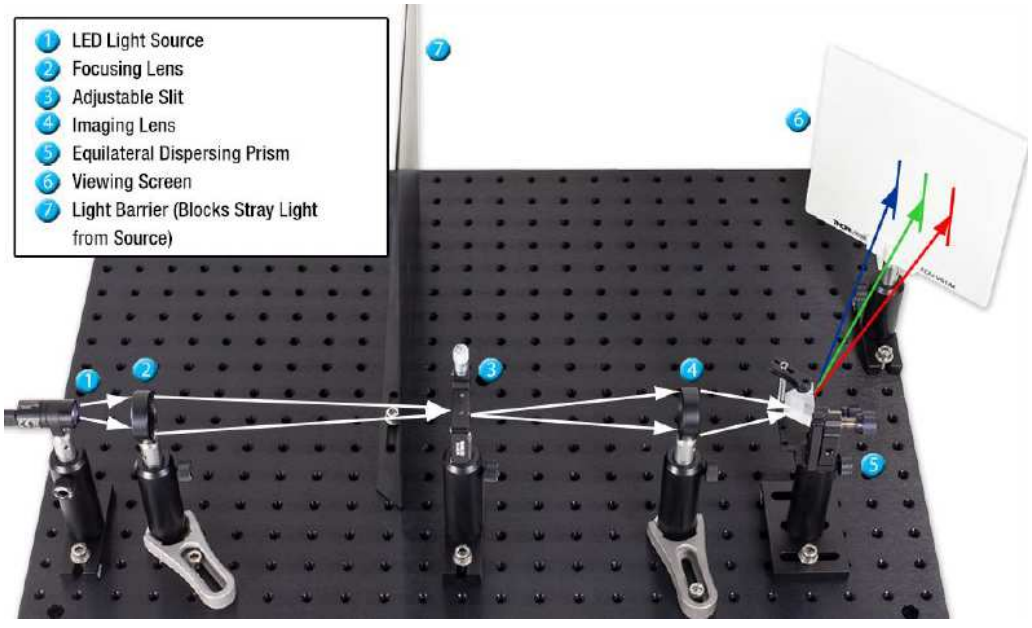
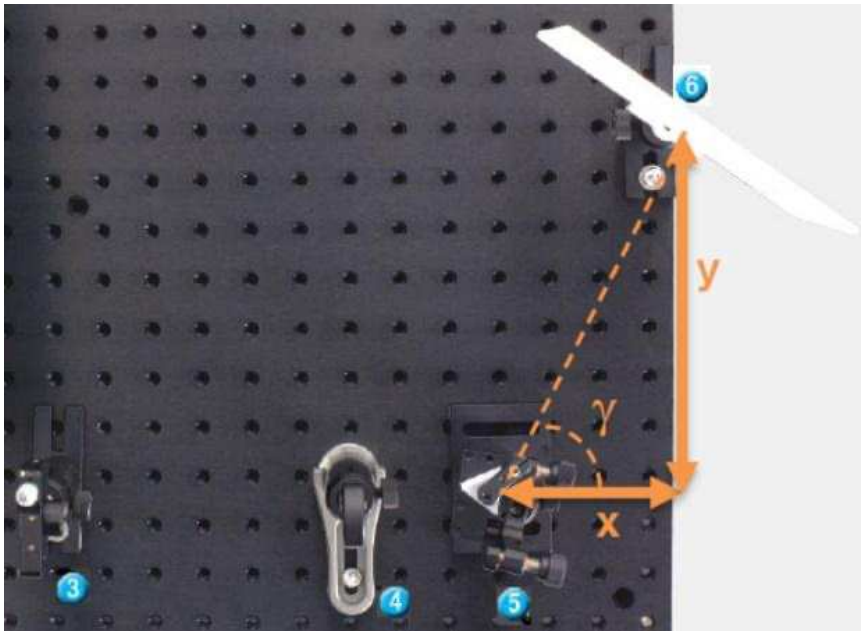

**Figure 6:** Overview of the prism-based setup for Experiment 4.
**Figure 7:** Schematic guide to find the angle of minimum deviation.
In this experiment $\delta_{\text{min}}$ is obtained from the measured distances $x$ and $y$ shown in **Figure 7**:
1. **Remove the grating** ⑤ from its holder.
2. **Mount the equilateral dispersing prism** ⑤ in the prism holder 20–25 cm behind the entry slit ③. Then fix the holder.
3. **Rotate the prism** by turning the post until a dispersed spectrum appears on the viewing screen ⑥. The matte (frosted) side of the prism should face toward the viewing screen and the light barrier.
4. **Optimize the image sharpness:** adjust the position of the 100 mm lens ④ and the viewing screen ⑥ until the slit image on the screen is sharp. Widen the slit ③ if needed for brightness. If you cannot obtain a sharp image, adjust the lens position and then try rotating the prism slightly; repeat until sharp. The complete setup is shown in **Figure 6**.
6. **Attach the 532 nm bandpass filter** to the LED ①.
8. **Measure the distances** *x* and *y* from the geometry in **Figure 7**: